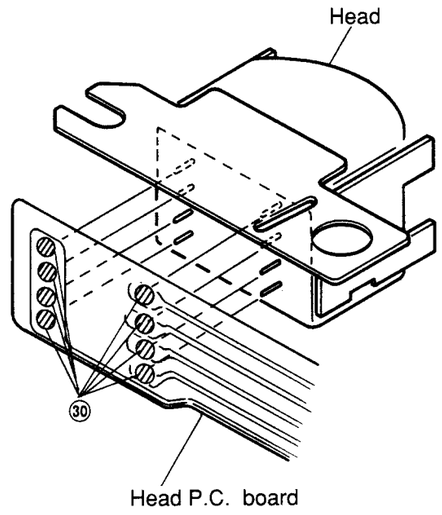

Figure 22
(2) Remove solder ㉚ and remove the head from the head P.C. board as shown in Figure 22.
(3) After replacement, mount the new head following the removal steps in the reverse order.